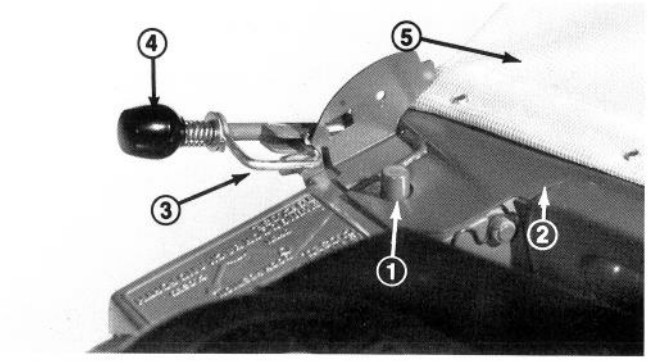
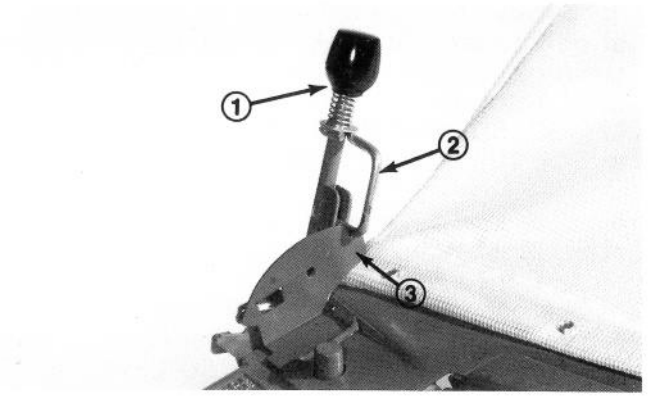

Figure 7
Figure 8
4. Assure chute door handle is fully forward and locked in place (Fig. 7).
5. Slide guide hole in upper bag frame onto locating stud on mower housing (Fig. 7); then set rear of bag frame onto lower handle.
6. Squeeze lockout lever until it disengages the bag catch (Fig. 7). Then move handle backward until lockout lever locks in notch at rear of latch (Fig. 8). The chute door in mower housing is now open.